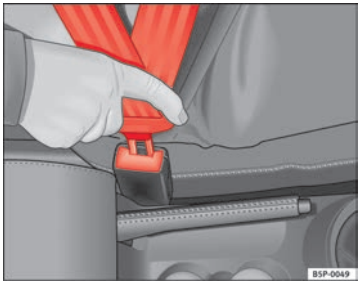

Fig. 12 Belt buckle and latch plate of seat belt
– Insert the latch plate into the buckle for the appropriate seat and push it down until it is securely locked with an audible click ⇒ fig. 12.